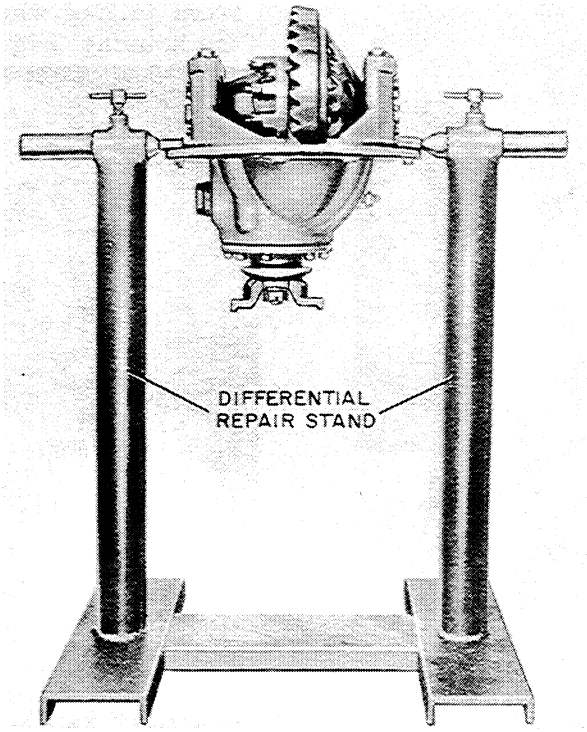

Figure T-28
After the differential has been removed, it can easily be disassembled if it is placed in a repair stand, Figure T-28. Any damage or worn parts must be replaced during reassembly. To disassemble the differential proceed as follows:
1. For ease in handling the differential during disassembly and assembly, place the carrier in a suitable holding fixture in Figure T-28.